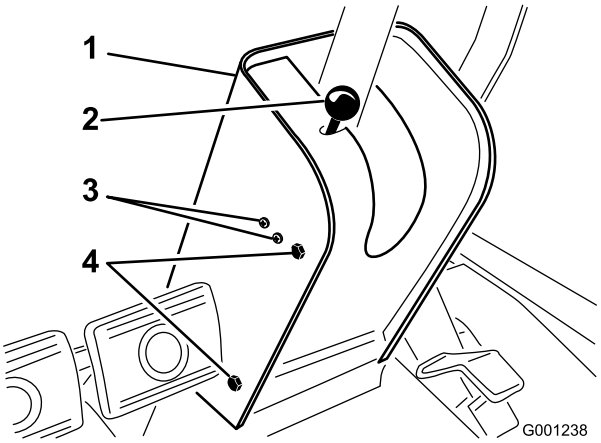

Figur 60
2. Ta bort knoppen från parkeringsbromsstången och skruvarna från styrkolonnens kåpa (Figur 60).
4. Lossa de skruvar och muttrar som fäster parkeringsbromsbrytaren på vänster sida av styrkolonnen (Figur 60).